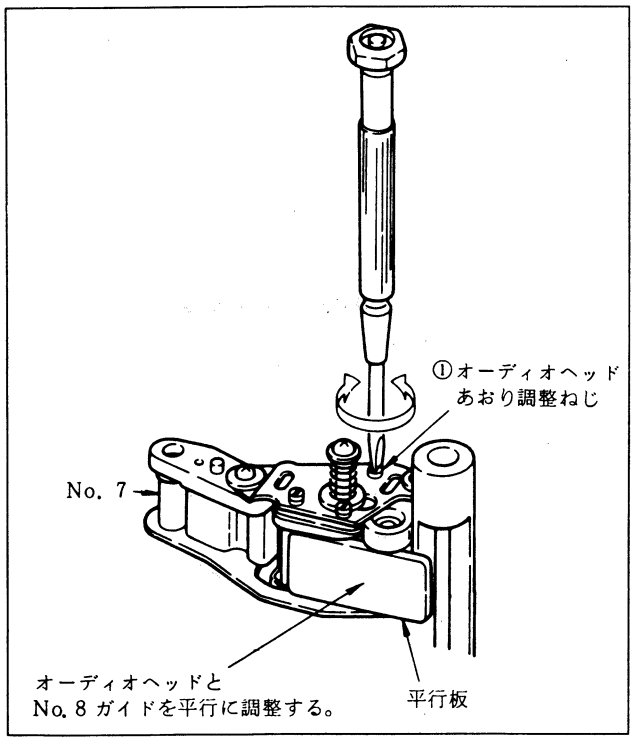

図4-9.
1) 治工具の平行板（SL-0657）を図4-9.に示すようにあて，あおり調整ねじを回しオーディオヘッドを垂直に調整する。